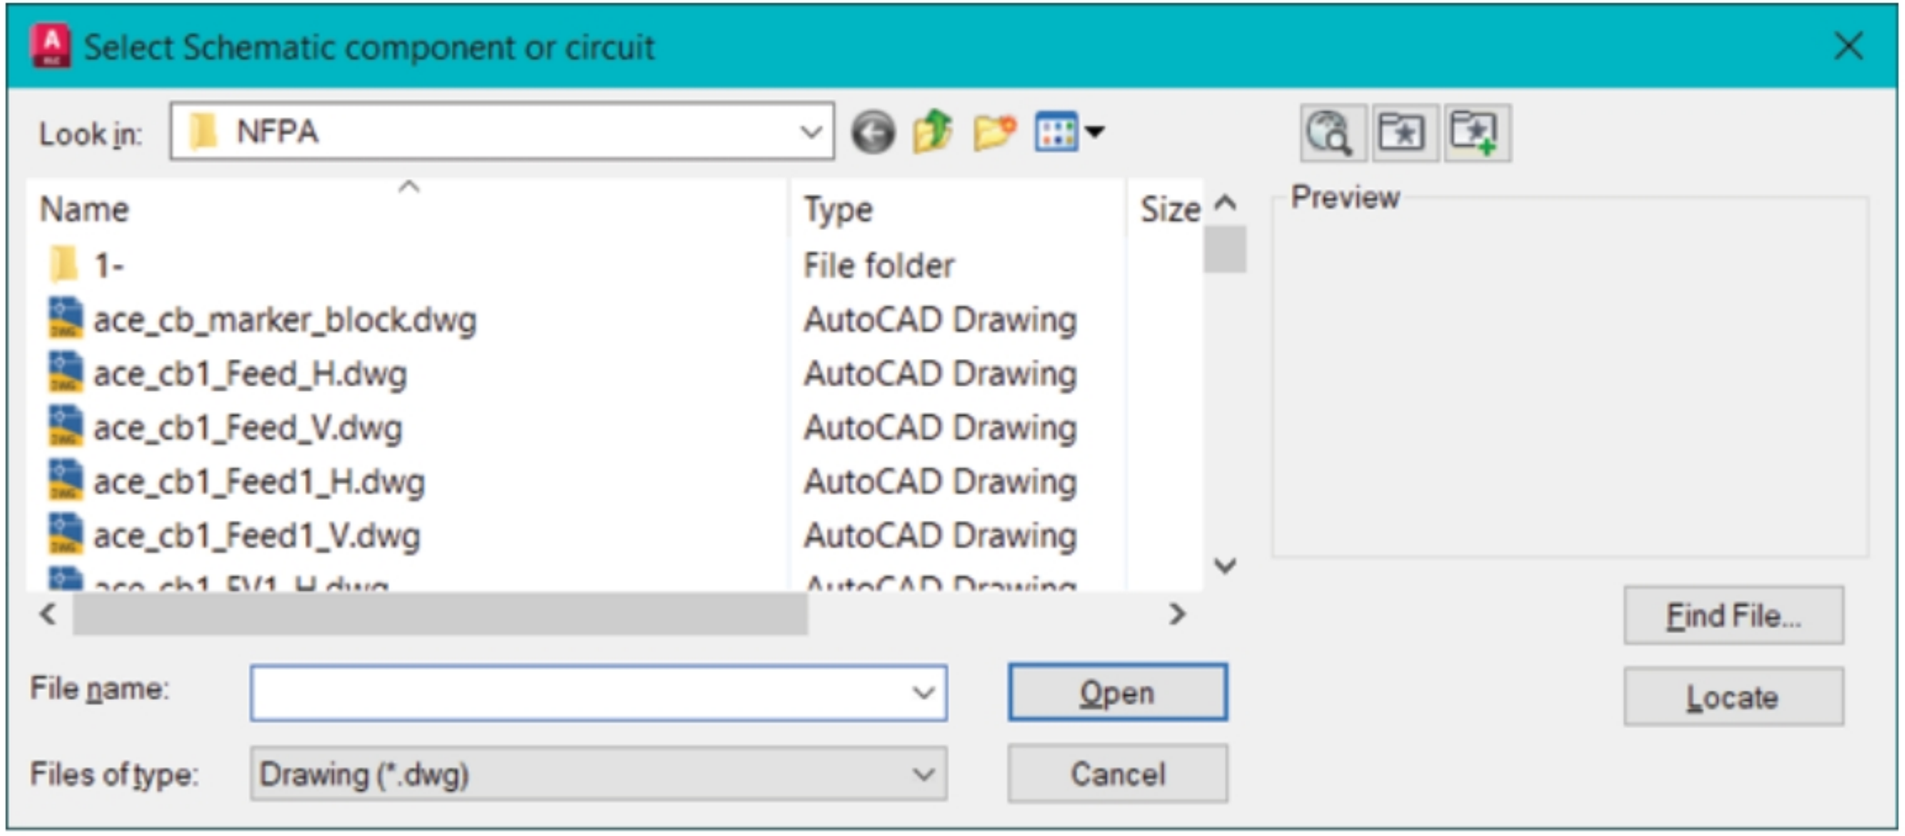

Figure-33. Select Schematic component or circuit dialog box
- Click on the **Browse** button to specify the location of block for component. The **Select Schematic component or circuit** dialog box will be displayed as shown in Figure-33.